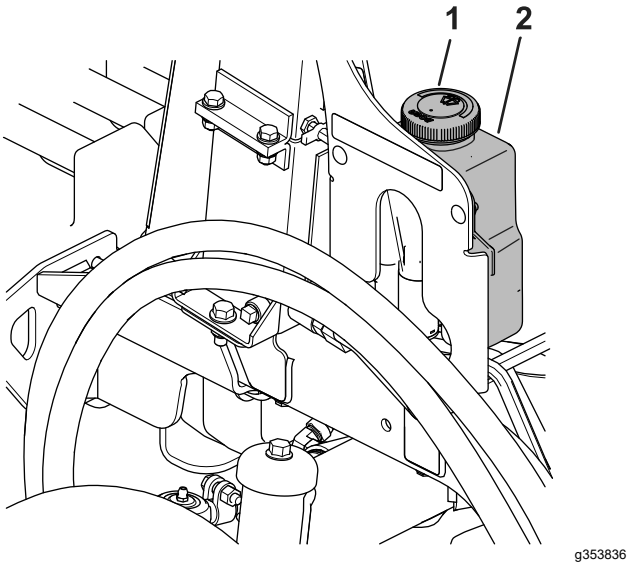

**Figura 86**
1. Togliete il tappo (Figura 86) dal serbatoio.